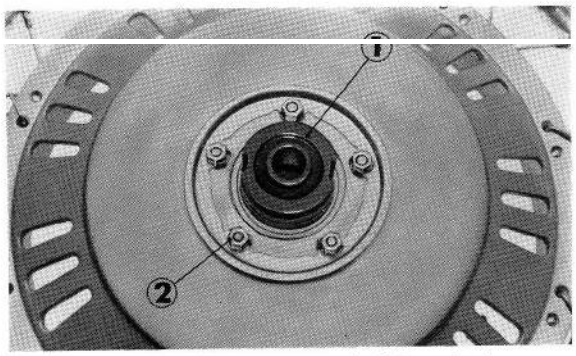

**Figure 4-19 : ① arbre entraîné terminal**
**② écrou hexagonal de 6 mm**
5. Déposer les 5 écrous de 6 mm et la rondelle d'appui A de 50 mm. Extraire l'arbre entraîne terminal (figure 4-19).